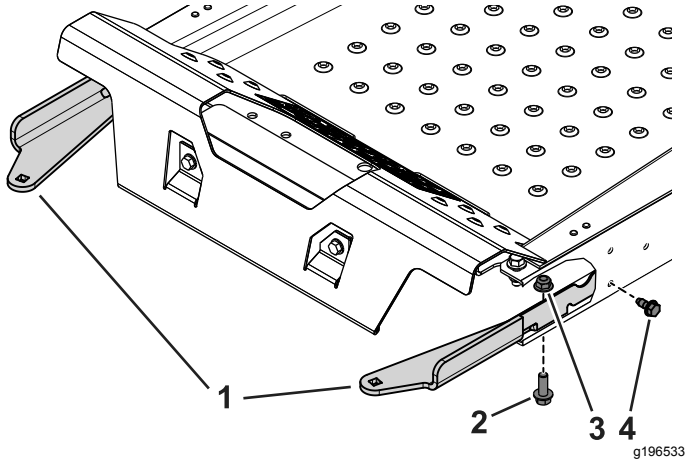

Figuur 3
2. Gebruik de 2 zelftappende bouten (5/16" x ¾"), 2 bouten (⅜" x 1¼") en flensmoeren (⅜") om de linker- en rechterbevestiging voor de gewichtbak aan de machine te bevestigen (Figuur 3).